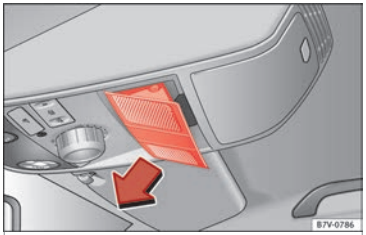

Fig. 15 On the interior roof lining: remove cover.
- Push open the cover in the direction indicated (arrow) ››› **Fig. 15**.